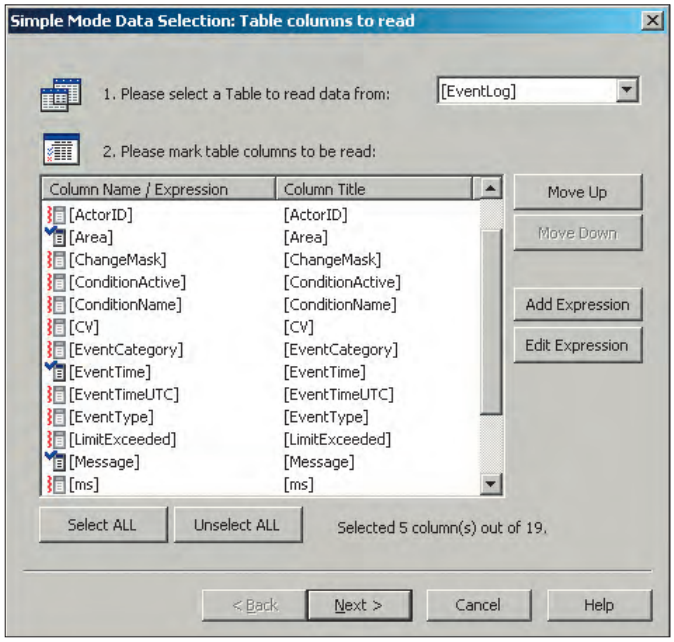

Рис. 17. Выбор таблицы и столбцов
6. После нажатия кнопки **Data Selection** на экран будет выведено окно, показанное на рис. 17. Установите **EventLog** в качестве имени таблицы. В нижнем окне отобразится список столбцов этой таблицы. Отметьте столбцы **Area, EventTime, Message, Severity, Tag** и нажмите кнопку **Next**.